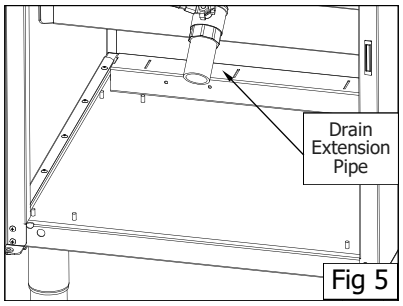

Fig 5
3. Position a suitable container and filter under the drain extension pipe (see Fig 5).